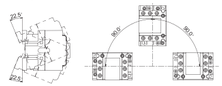

Рис. 4. Требования к установке
- Требования к установке продукции см. на рис. 4.